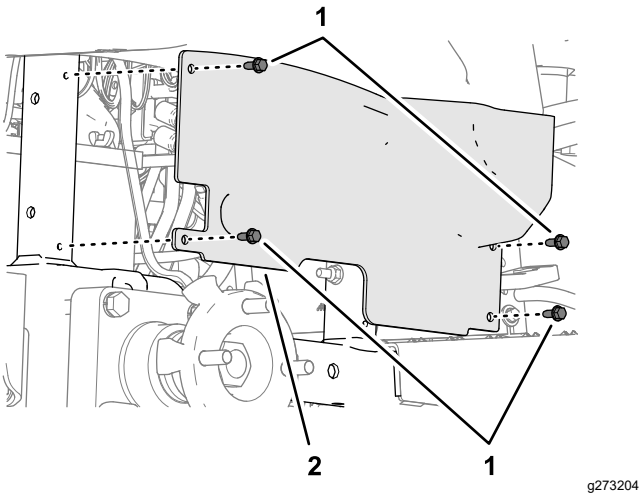

**Figur 31**
3. Ta bort de fyra flänshuvudskruvarna (¼ x ⅝ tum) som fäster hjulskyddet vid maskinens ram (Figur 31).
6. Rikta in hålen i hjulskyddet med maskinens ram (Figur 31) och fäst skyddet på ramen med de fyra flänshuvudskruvar (¼ x ⅝ tum) som du tog bort i steg 3.